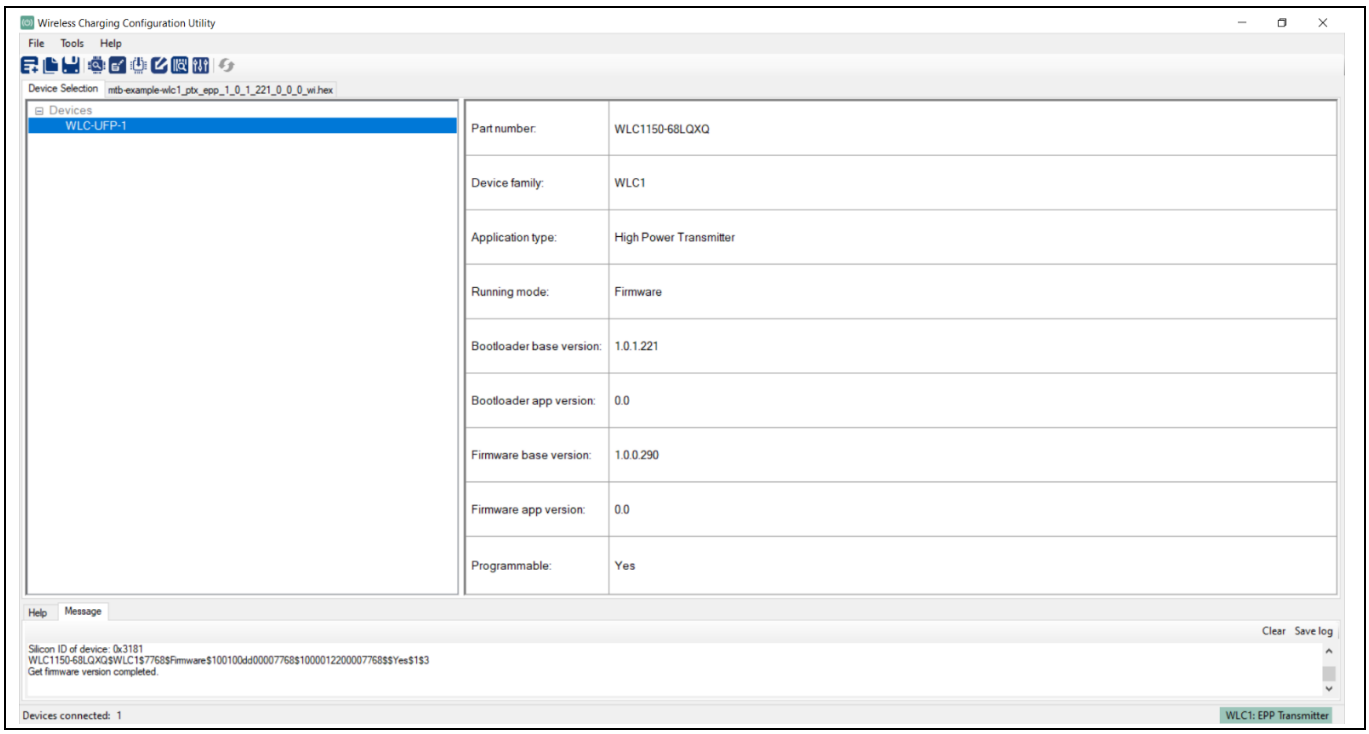

Figure 11 **Selecting WLC1150 device in Wireless Charging Configuration Utility**
6. Confirm that the reference board is selected under the **Device Selection** tab, as shown in **Figure 11**.